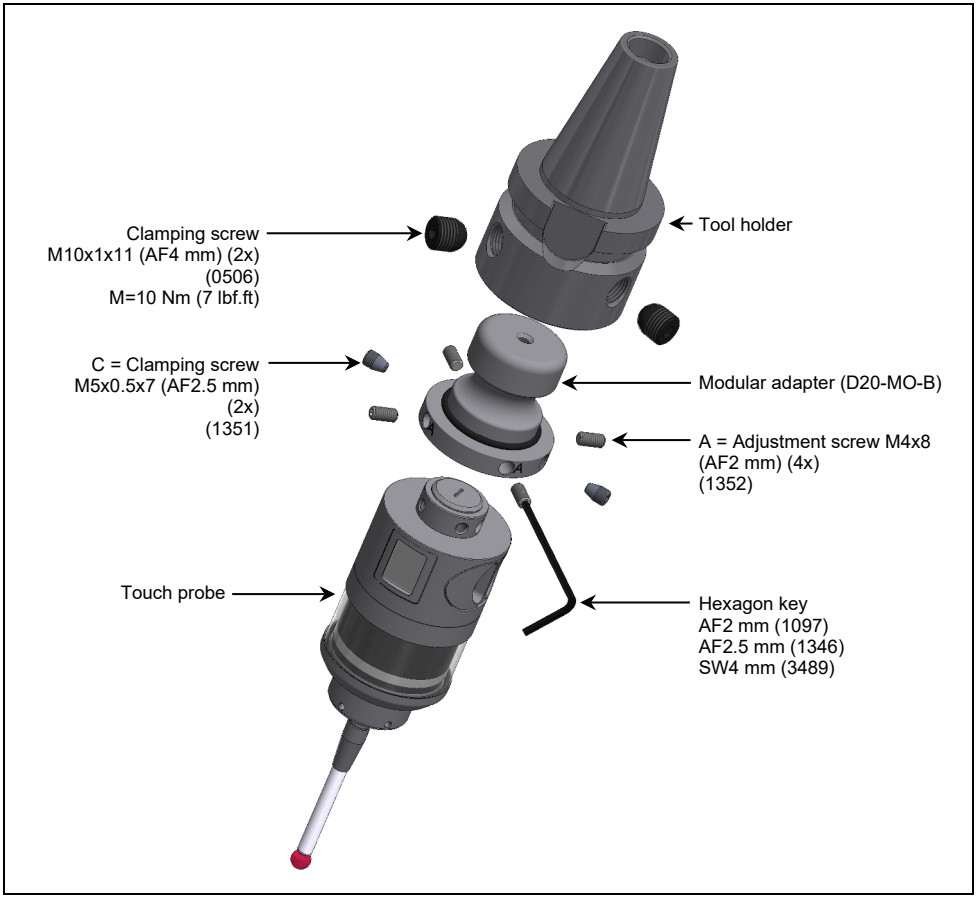

Fig. 9 Mounting/dismounting the tool holder
1.3 Remove all "A" and "C" screws from the modular adapter (refer to Fig. 9).
2.5 Insert the clamping screws and tighten to the torque specified in Fig. 9.